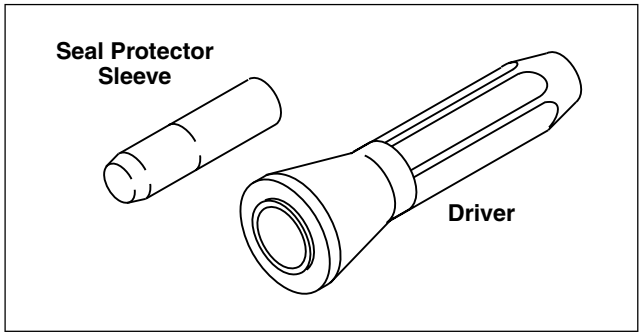

Figure 7-47. Main Drive Gear Small Oil Seal Installer (Part No. HD-41405)
a. Obtain the MAIN DRIVE GEAR SMALL OIL SEAL INSTALLER (HD-41405). See Figure 7-47.